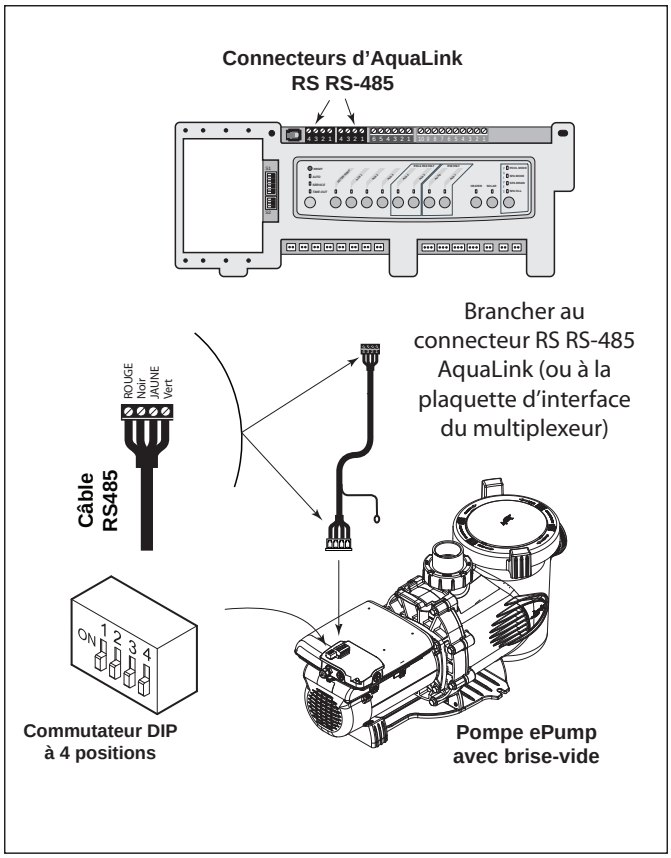

Figure 5. Brancher le régulateur AquaLink RS, AquaLink PDA ou AquaLink Z4 à la pompe ePump
3. Débrancher le connecteur RS-485 de la pompe ePump avec brise-vide et attacher les quatre (4) fils dans le câble RS-485 au connecteur RS-485. Assortir les couleurs de fils avec les positions des connecteurs comme suit : 1 - rouge, 2 - noir, 3 - jaune, et 4 - vert. Voir la Figure 5.
5. Faire glisser les commutateurs DIP 1 et 2 vers le bas, de manière à ce qu'ils soient à la position OFF. Voir la Figure 5.